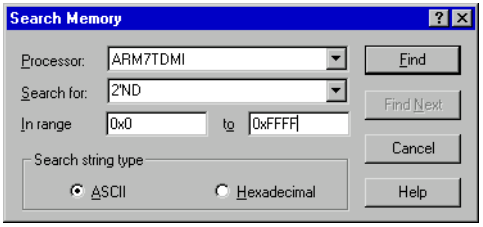

**Figure 3-9 Searching for a string in memory**
4. Enter `2'ND` in the Search for field, set the In range and to addresses to `0x0` and `0xFFFF`, and select **ASCII** for the Search string type, as shown in Figure 3-9.